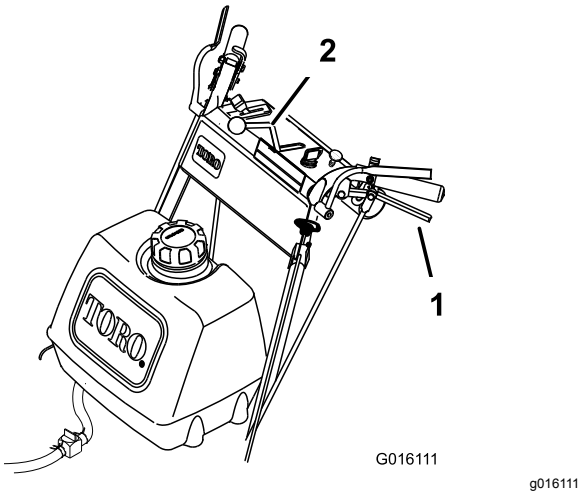

**Figur 13**
4. Släpp sakta drivningsspakarna för att börja köra framåt (Figur 13).
Släpp upp båda drivningsspakarna lika mycket håll för att köra rakt fram (Figur 13).
För att svänga trycker du in drivningsspaken på den sida som motsvarar den riktning som du vill svänga åt (Figur 13).
Tryck sakta in drivningsspakarna mot handtaget för att börja backa (Figur 13).